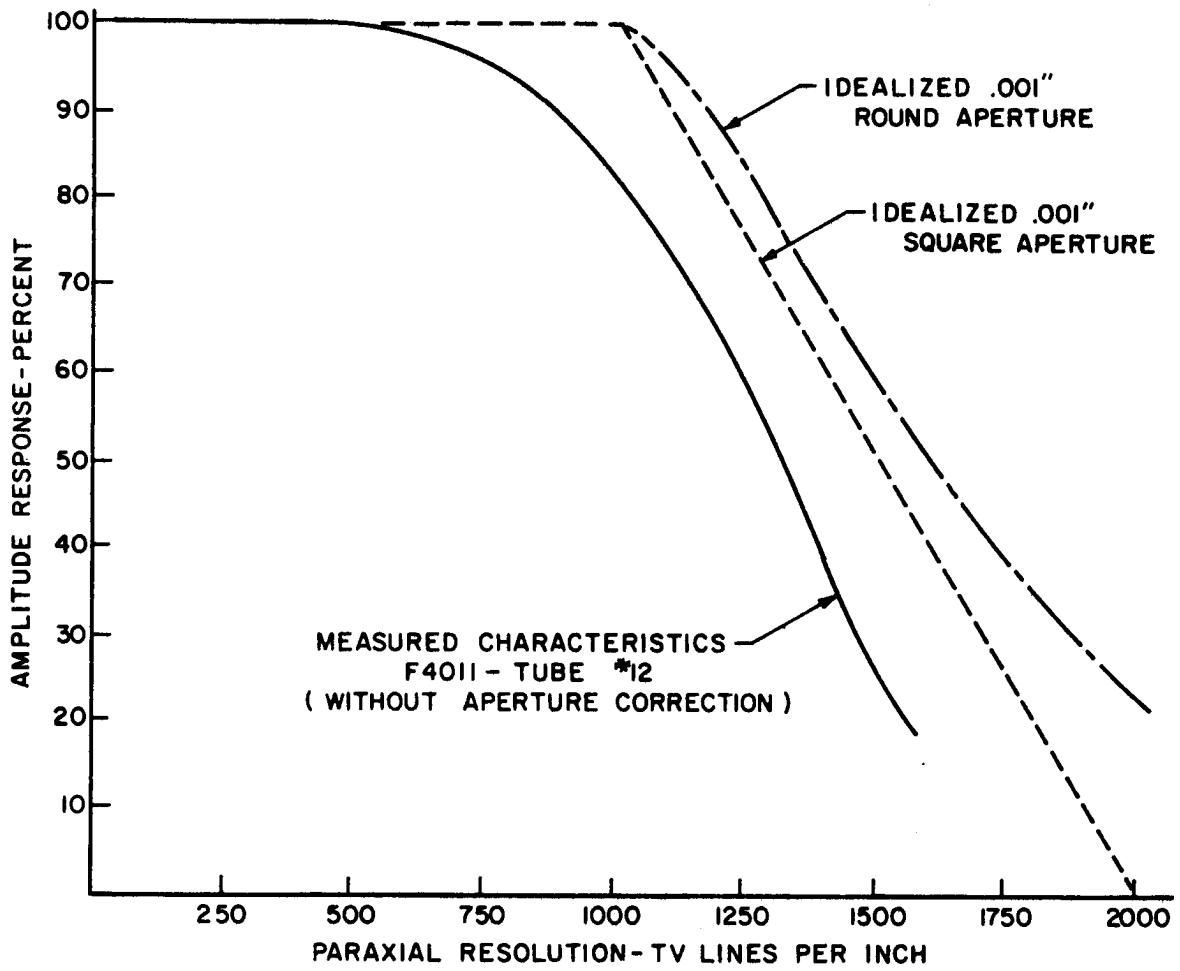

Figure 2 Resolution Characteristics
8. For aperture sizes exceeding approximately 0.003 inch the resolution capabilities of the F4011 can be predicted quite accurately based on the known aperture size and shape. For example, an F4011 with a 0.010 inch square aperture will give very nearly 100 percent modulation when scanning a 100 tv lines per inch by (50 line pairs per inch, each line being 0 010 inch wide) pattern of equal light and dark bars at right angles with the square aperture aligned with the scan direction (assuming no bandwidth limitations on the response frequency) In the 0 001 inch to 0.003 inch size region and below, the absolute emission energy of the photoelectrons begins to play a significant role in the resolving power, depending on the wavelength of the input radiation, the type of photocathode, the accelerating voltage selected for the tube, etc. Figure 2 shows the measured paraxial resolution characteristics for an F4011 with a 0.001 inch round aperture under recommended operating conditions. The percentage modulation of 25 percent achieved in this tube at 1500 tv lines/inch (1000 tv lines/vertical raster height) is particularly noteworthy.
Socket Connections	See Figure 2